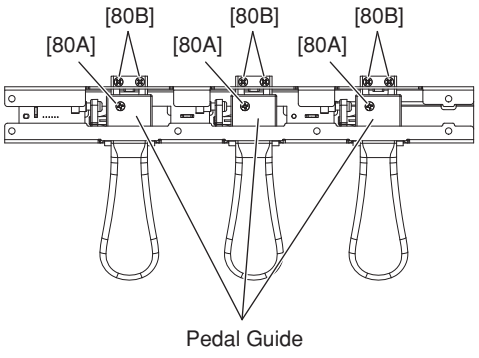
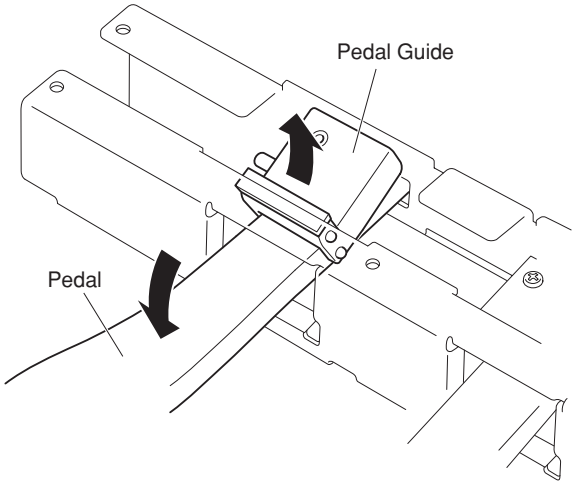

Fig.13
Fig.14
4. Remove the three (3) screws marked [80A]. The three (3) pedal guides can then be removed as shown in Fig.14. (Fig.13, Fig.14)
5. Remove the six (6) screws marked [80B]. Push down the pedal (damper) and then draw it forward. (Fig.13, Fig.14)